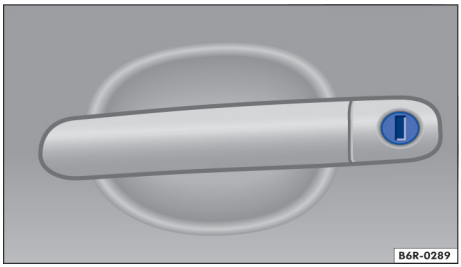

Fig. 53 Maçaneta da porta do condutor com cilindro da fechadura.
– Introduzir a haste da chave no cilindro da fechadura e destravar ou travar o veículo → Fig. 53. ◁